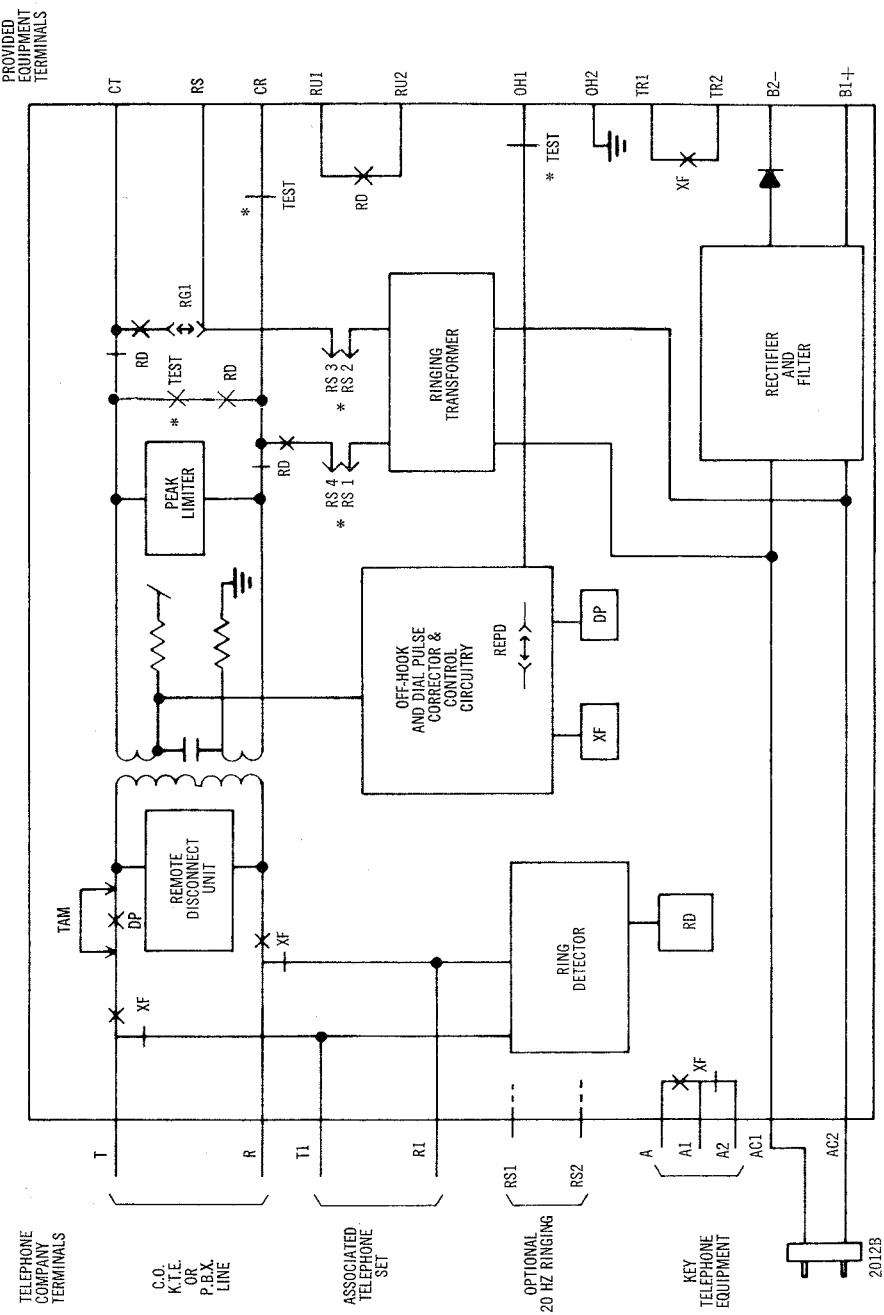

Fig. 3 — Functional Schematic of Voice Station Coupler
2.12 The terminal block for the connection of the telephone company equipment is located at the left side of the printed circuit board. The functional schematic is shown in Fig. 3 (Table B).
2.14 ***Answering an Incoming Call:*** The ring detector is activated (Fig. 3) when 20 Hz ringing is present on the line indicating an incoming call. The RD relay, part of the ring detector operates and releases in response to the ringing cycle (i.e., 2 seconds operated — 4 seconds released) : The operation of relay RD causes a contact closure between terminals RU1 and RU2. It also causes 20 Hz or 60 Hz ringing voltage from the ringing transformer to be applied between terminals CR and CT or between terminals CR and RS, depending on whether or not the RG1 strap is in place (Option G).